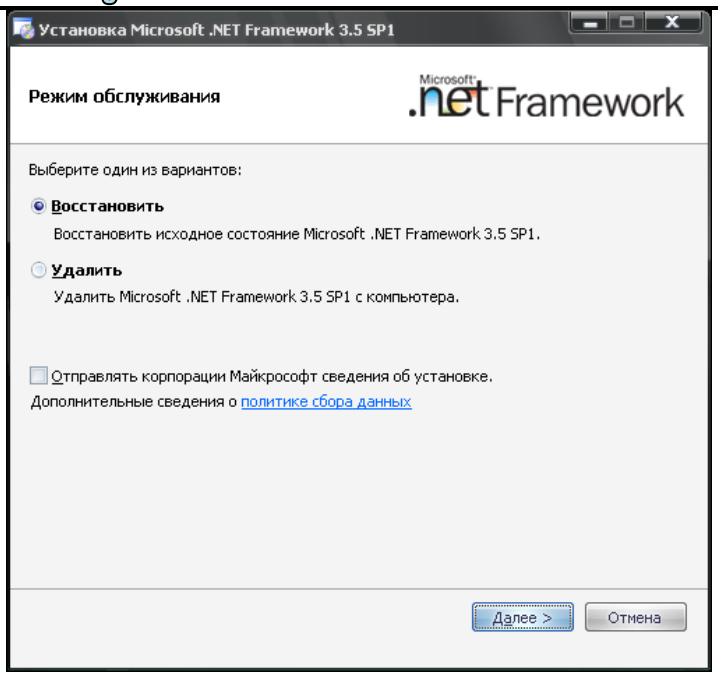

Рис.6
*Примечание: В случае наличия на компьютере установленного на компьютере .Net Framework необходимо отказаться от дальнейших действий нажав кнопку **"Отмена"** (рис.6,7).*